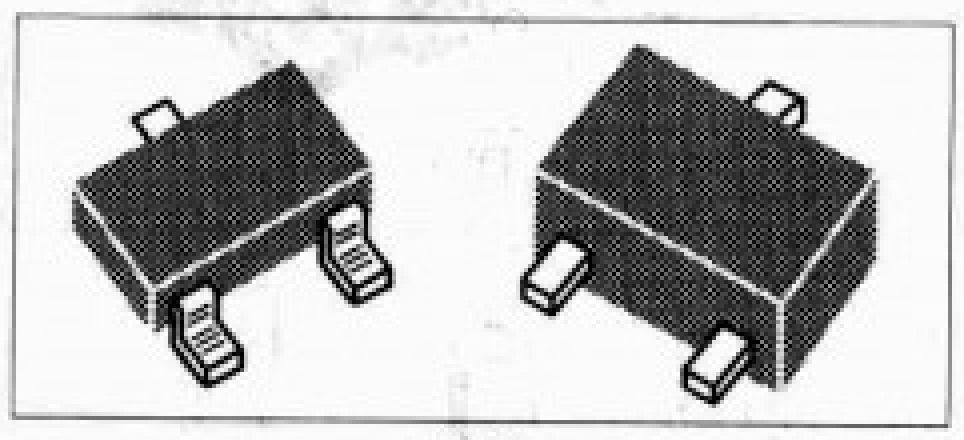
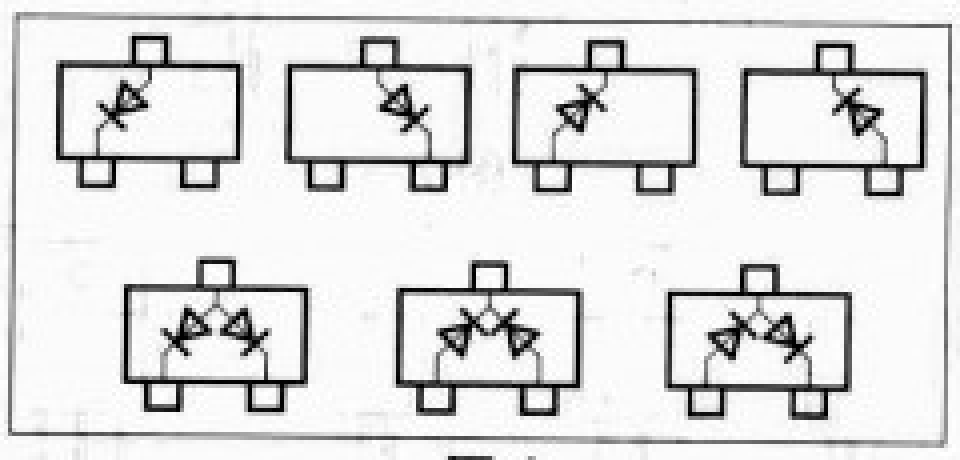

图3
图4
3.片式二极管是表面安装器件，主要封装形式有SOD（小型封装二极管）、SRP（小型树脂封装）、SSP（超小型树脂封装）、ERP（极小型树脂封装）、LRP（大型树脂封装）、LLD（无引脚二极管）、UMD（超微型二极管）等。片式二极管外形如图3所示，内电路结构如图4所示。